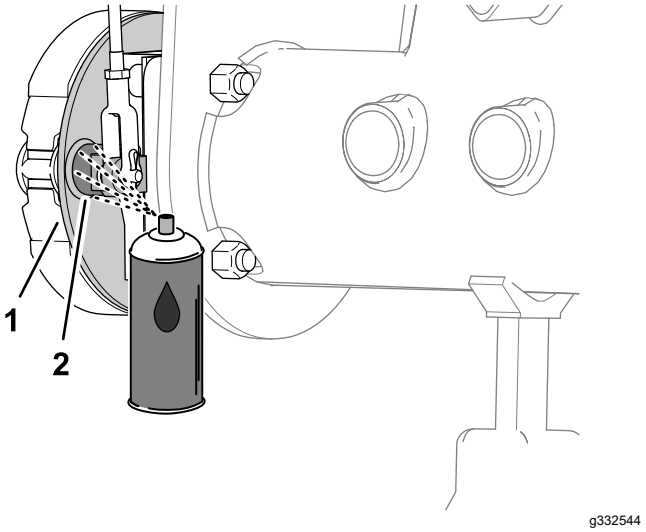
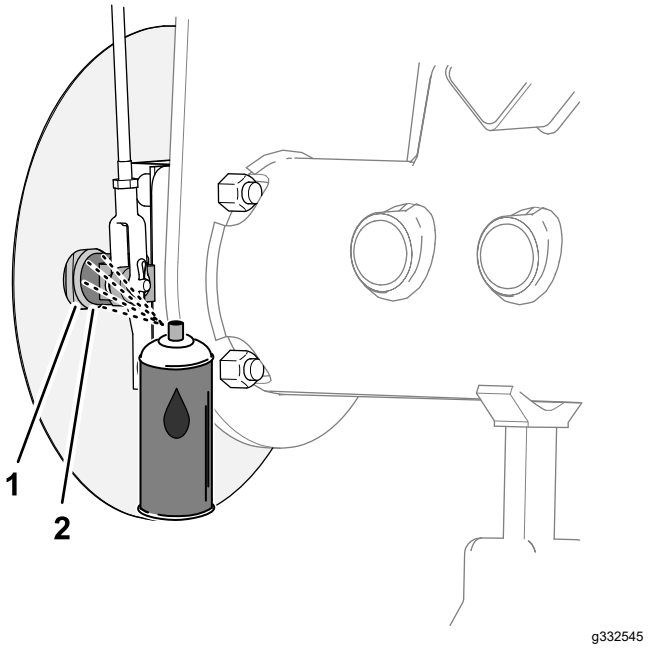

Figuur 67
Figuur 68
1. Spuit aan de binnenkant van de remsteunplaat (machines zonder het optionele grasscherm aan de velgen) of het wielscherm (machines met het optionele grasscherm aan de velgen) kruipolie tussen de as van de remnok en de steunplaat (Figuur 67 of Figuur 68).